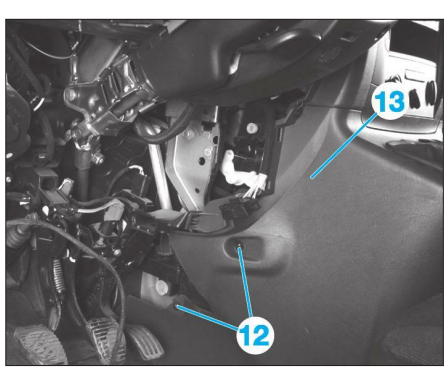

**Fig. 14**
• Déposer les vis de fixation latérale (12) droit et gauche de la console centrale de plancher **(Fig.14)**.
• Dégrafer puis déposer la console centrale de plancher (13).